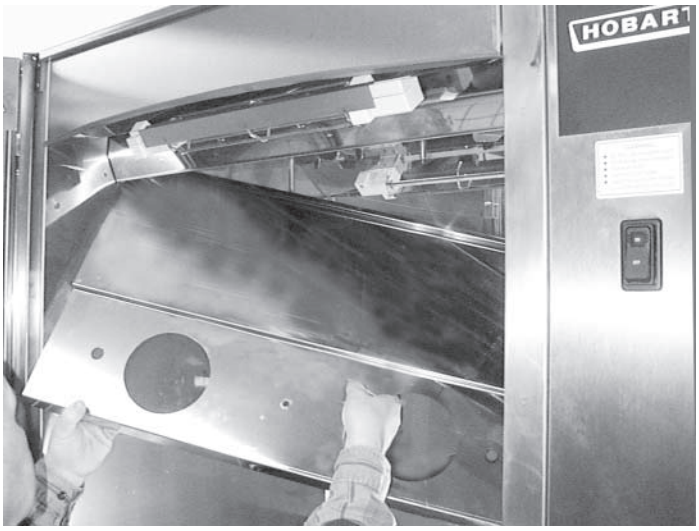

Fig. 69
10. Reinstall element cover: Raise left hinge (end of U-chanel) up around left hinge pin (Fig. 69).